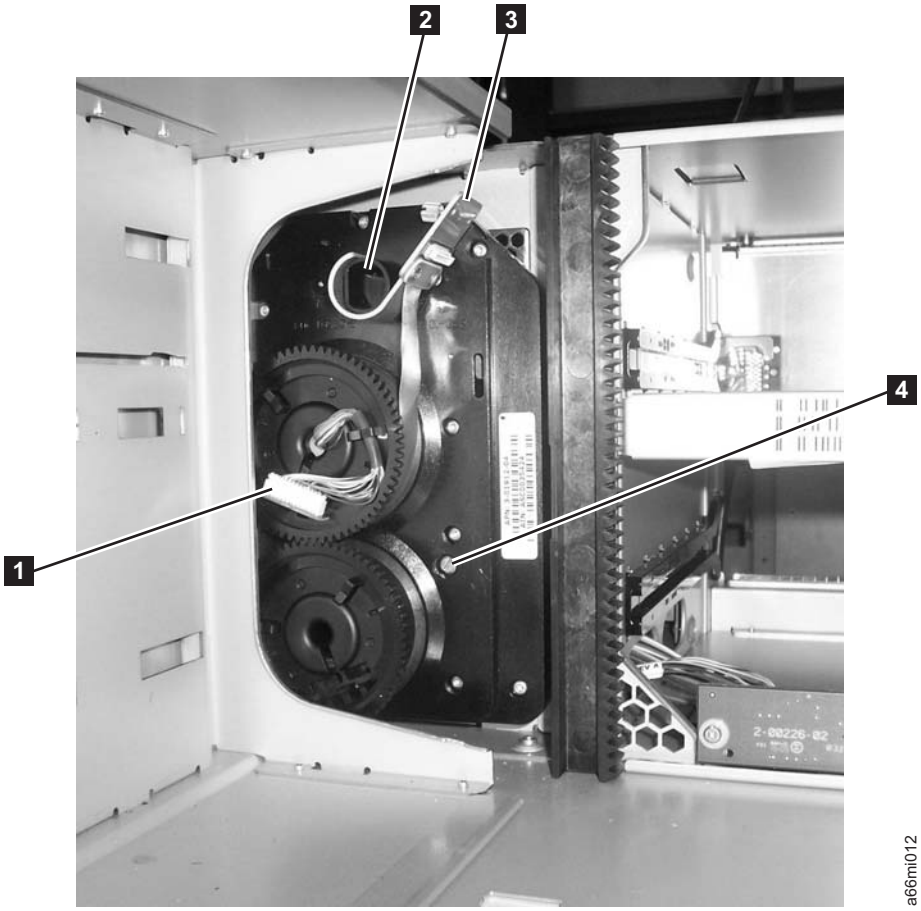

Figure 7-129. Securing Spooler flat cable
6. From the front of the control module, hook the Cable Spool flat cable handle (**3** in Figure 7-129 on page 7-114) around the black plastic guide peg (**2** in Figure 7-129 on page 7-114). This will rotate the small terminal board (**1** in Figure 7-129 on page 7-114) so that it will not contact the frame when the assembly is removed from the enclosure.
7. Loosen the T10 Torx retaining screw (**4** in Figure 7-129) until the Cable Spool Assembly is loosened from the enclosure.
3. Tighten the T10 Torxretaining screw (**4** in Figure 7-129 on page 7-114) until the Cable Spool Assembly is secured to the enclosure.